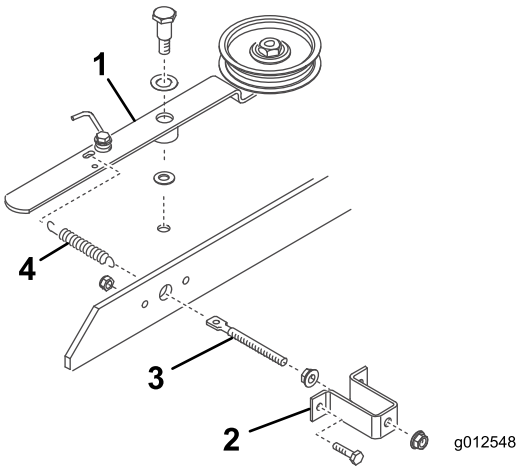

Bild 20
3. Schrauben Sie eine Bundmutter (5/16" x 18") ca. 5 cm auf die Gewindestange (Bild 20).
4. Stecken Sie das Ende der Gewindestange durch das große Loch in der Federhalterung und befestigen es lose mit einer Bundmutter (5/16-18") (Bild 20). Ziehen Sie die Bundmuttern nicht fest.
5. Stecken Sie das andere Ende der Gewindestange durch das Loch in der Stegstange und befestigen Sie die Federhalterung mit zwei Schrauben und Sicherungsmuttern an der Stegstange (Bild 20).
6. Haken Sie die kleine Schleife der Feder im Loch in der Gewindestange und die große Schleife im Loch im Spannarm ein (Bild 20).
7. Befestigen Sie den Spannscheibenarm mit den folgenden Teilen in dieser Reihenfolge am Mähwerk: eine Gelenkschraube (3/8-16"), eine Druckscheibe (1/2"), den Spannarm, eine Druckscheibe (3/8"), das Mähwerk und eine Sicherungsmutter (3/8-16") (Bild 20). (Ziehen Sie die Bundmuttern an der Gewindestange noch nicht fest. Stellen Sie die